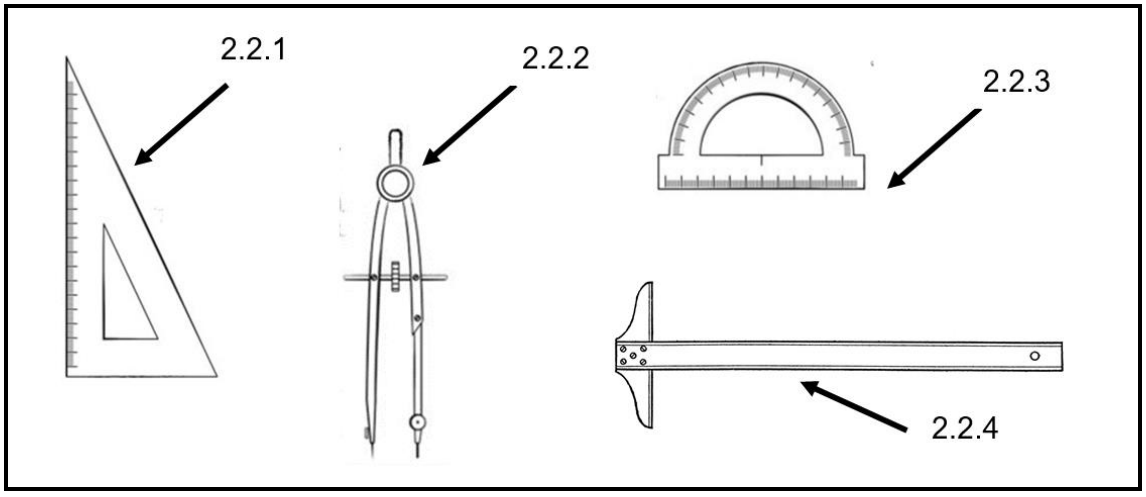

FIGURE 1
2.2 Carefully study the drawing equipment shown in FIGURE 1 below.